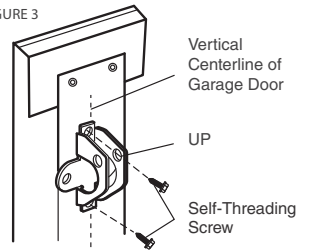

FIGURE 4
- Use top and bottom or side to side door bracket holes. Drill 5/16" holes through the door and secure bracket with 5/16"-18x2" carriage bolts, lock washers, and nuts (not provided). (Figure 4)